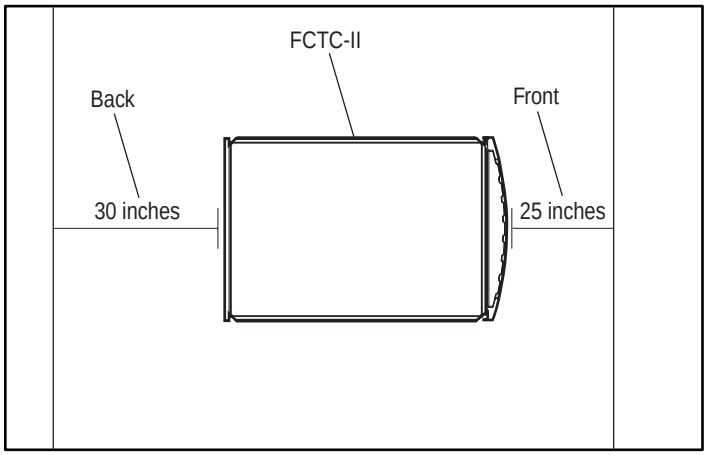

Figure 2-1. Space requirements for the FCTC-II
- Clearance in the back of the rack should be a minimum of 30 inches (76.2 centimeters) to allow for servicing and for adequate airflow. See Figure 2-1.